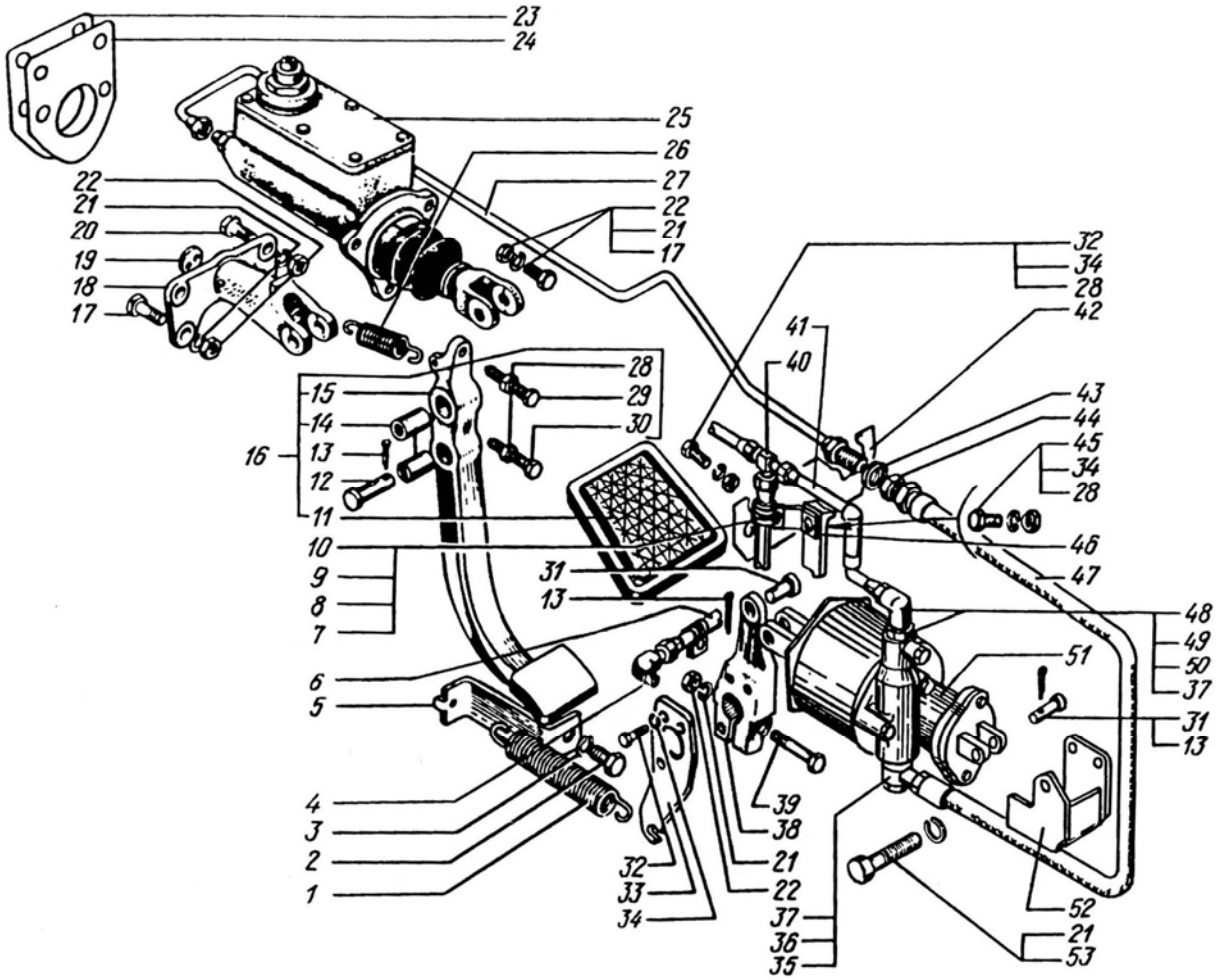

Рис.8. Привод управления сцеплением:
Привод управления сцеплением (рис.8) состоит из подвесной педали 15, главного цилиндра 25, пневмогидроусилителя (ПГУ) 51, трубопроводов 27, 41 и шлангов 47 для подачи жидкости и сжатого воздуха к ПГУ.
2 Отсоединить трубку 27 (рис.8) гидропривода от главного цилиндра, расшплинтовать и вынуть палец вилки толкателя, отвернуть из кабины гайки болтов, снять главный цилиндр 25.
1. Установить главный цилиндр 25 (рис.8) на щитке передка кабины, закрепить болтами с гайками и пружинными шайбами.